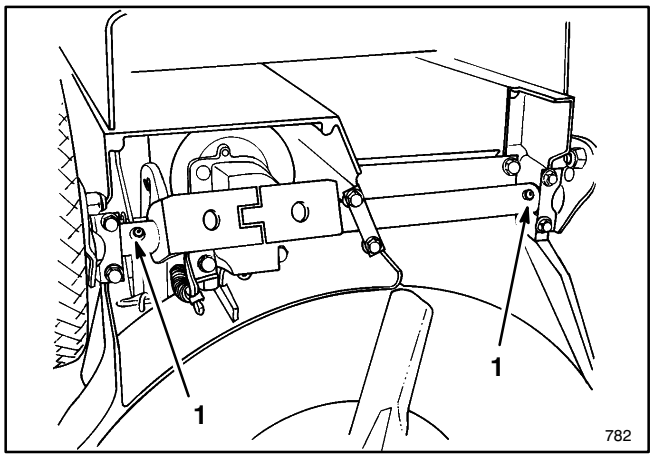

Figure 26
2. Tip the mower on its left side. Wipe grease fittings with clean rag (Fig. 26). Install grease gun onto fitting and gently apply one or two pumps of #2 Multi−Purpose Lithium Base Grease.